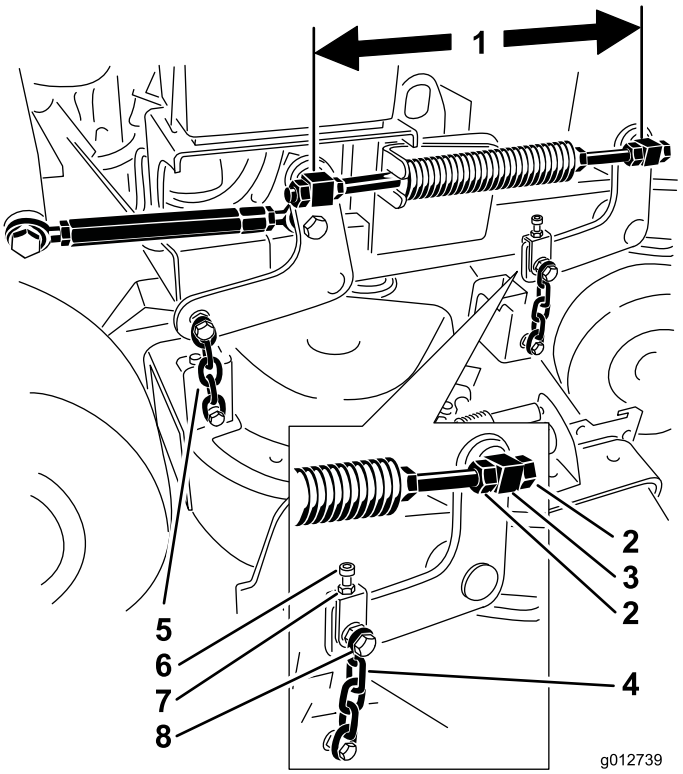

Figur 82
6. Kontroller avstanden mellom svivelmutrene ved å måle på midten av mutrene (lengde fra midten-til-midten) på gjengestangen. Denne lengden må være 49,5 cm på 91 cm gressklippere og 43,7 cm på 102 cm gressklippere (Figur 82).
9. Bruk låsemutrene på fremre svivelmutter for å justere lengden mellom fremre og bakre svivelmuttere på denne siden (Figur 82).
11. Bruk justeringsbolten for å få lik spenning på begge de fremre kjedene (Figur 82).
5. Løsne mutteren på øvre kjedebolt og låsemutteren på justeringsbolten (Figur 82).
6. Bruk justeringsbolten til å få 6 til 10 mm lavere foran ved **A**-plasseringen enn bak ved **B**-plasseringen (Figur 82).